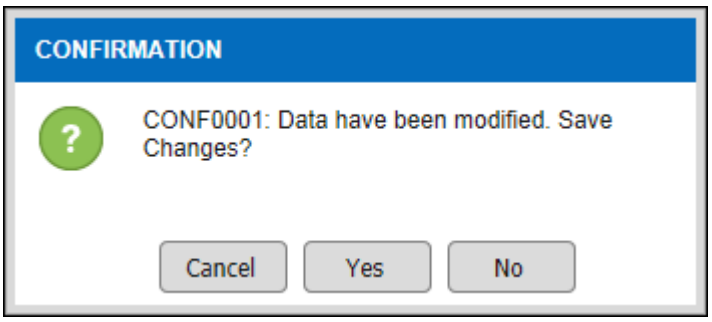

Figure 3.10-5 Alert Message
- *If click on the* Yes *button, record will be save and alert message will be pop up as shown in Figure 3.10-5.*